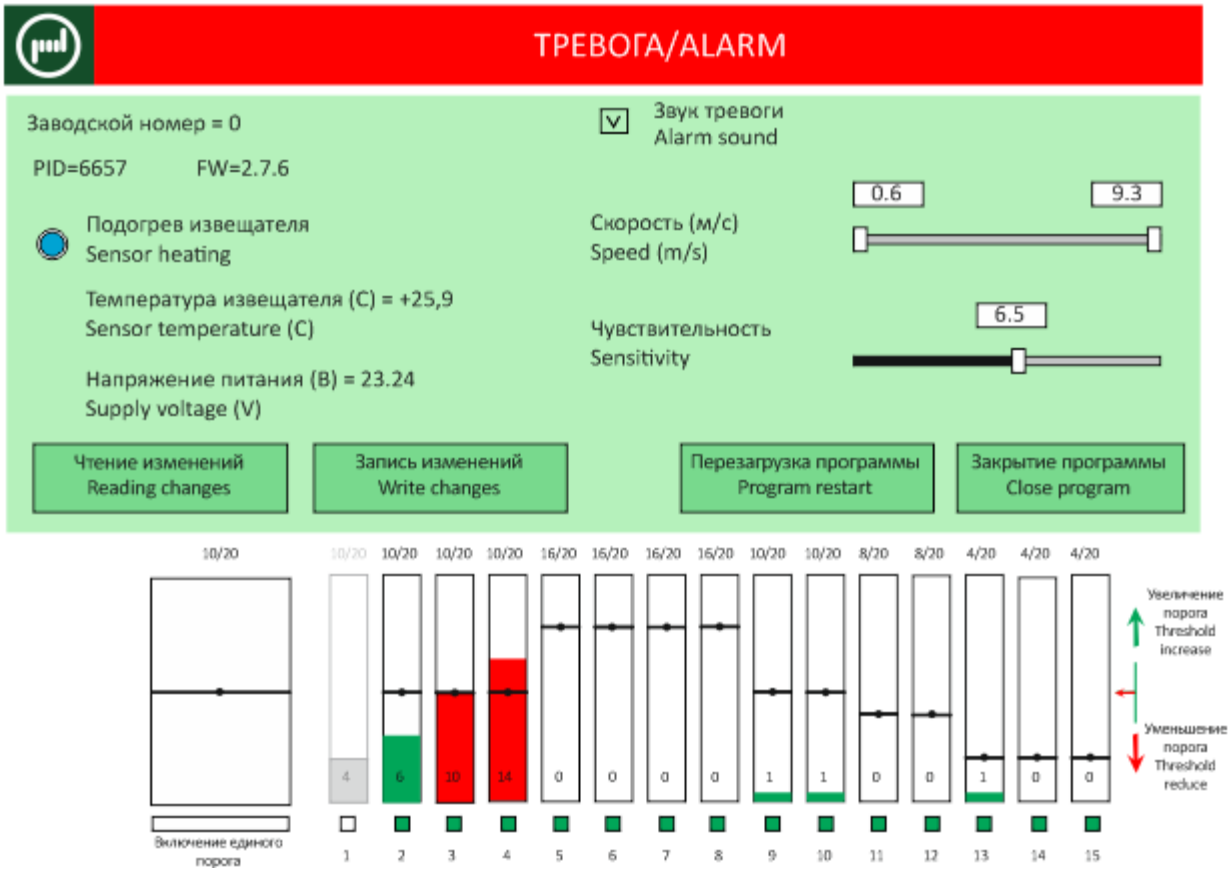

Рис. 11.15
11.2.1.12 Убедиться, что извещатель срабатывает на проходы сквозь зону и выдает сигнал Тревога (рис. 11.15).